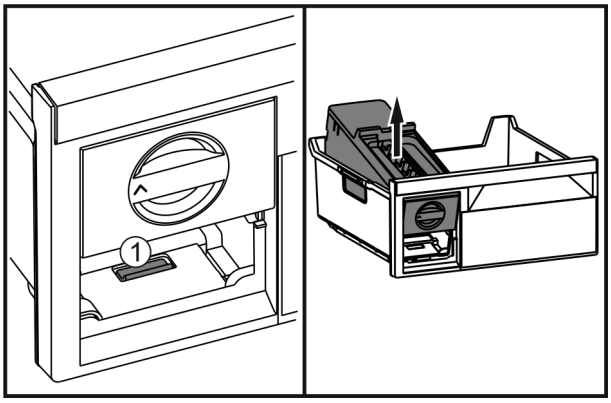

Fig. 56
▶ Натиснути на накладку *Fig. 56 (1)*, EasyTwist-Ice підняти ззаду і витягнути з висувного ящика для заморожування.